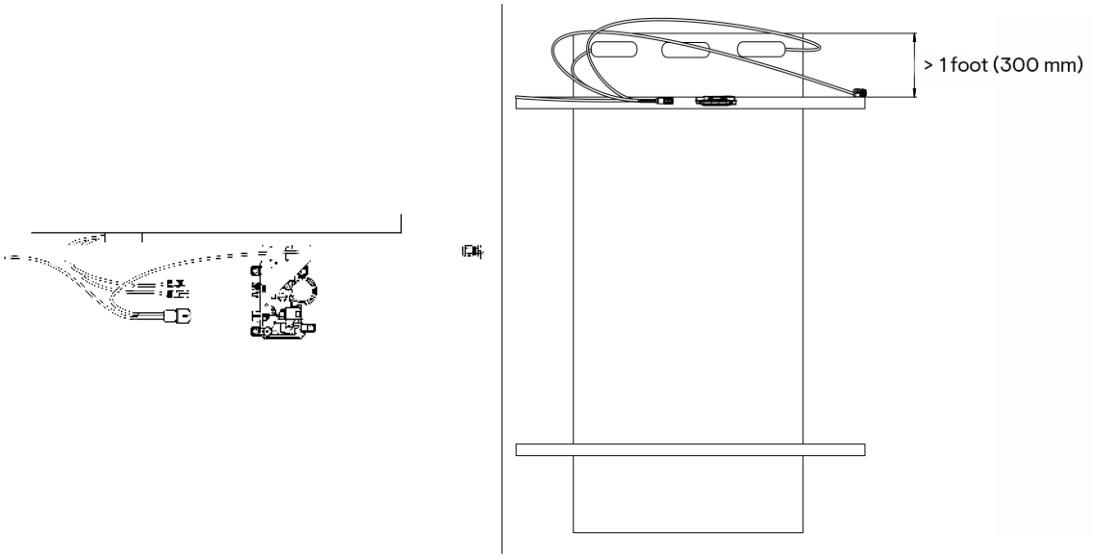

Figure 2: Vertical mount
1. The microinverters should be mounted beneath the modules, either horizontally bracketed side up or vertically oriented. They must be protected from direct exposure to rain, UV, and other harmful weather events. For clearance requirements during vertical mounting, see Figure 2 on page 19.